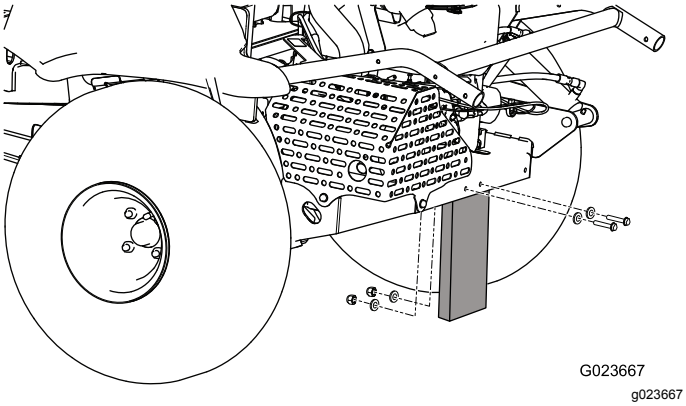

**Figur 3**
2. Fjern mutrene, boltene og skivene som fester transportbordet på baksiden til maskinen (Figur 3).